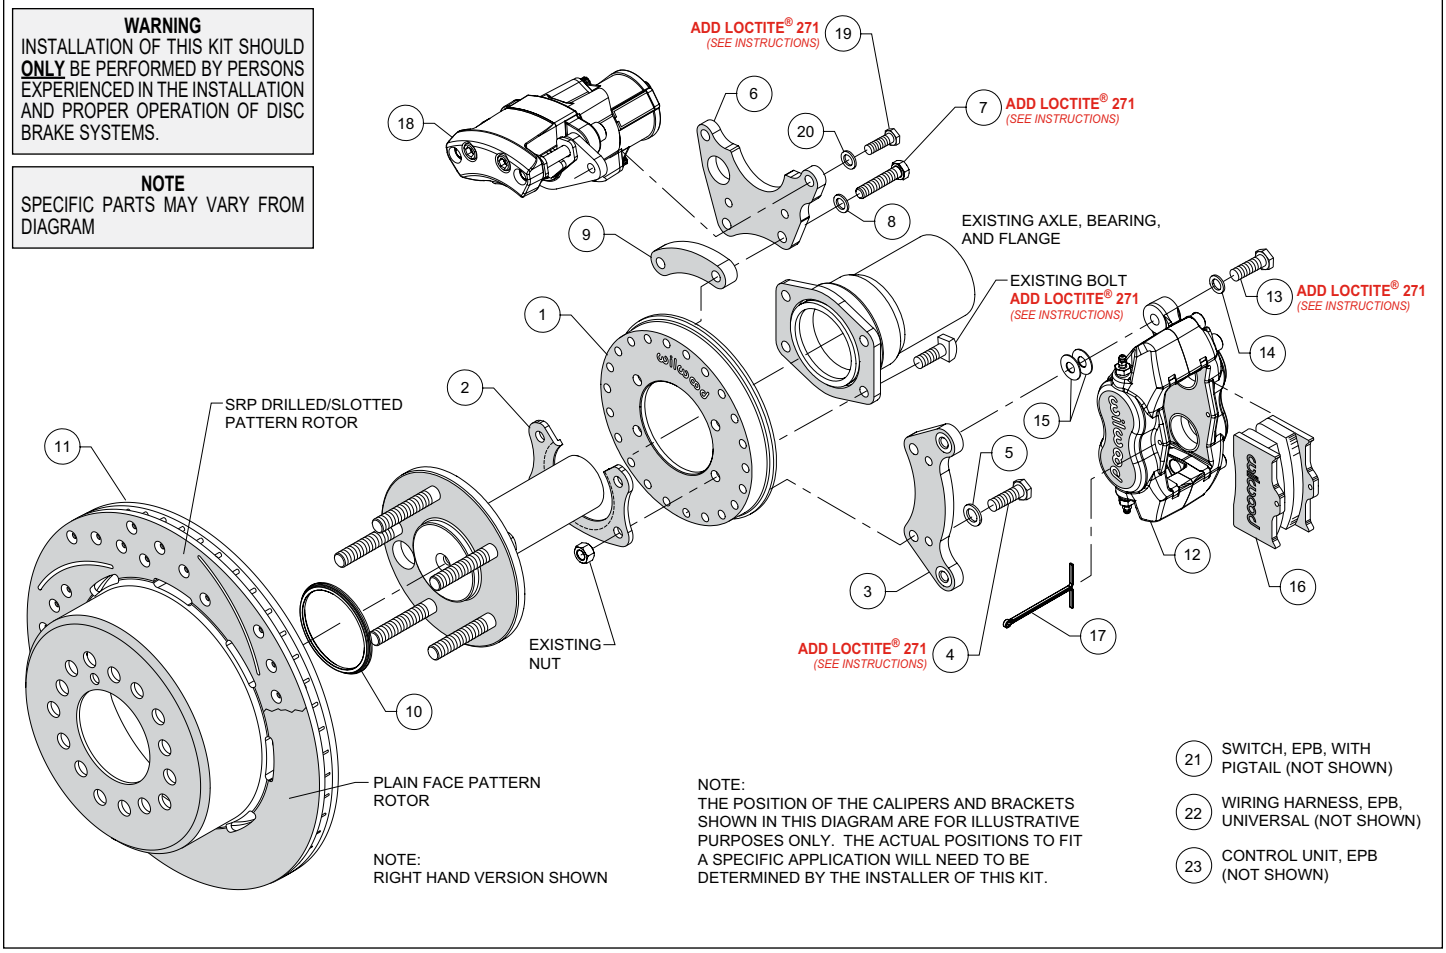
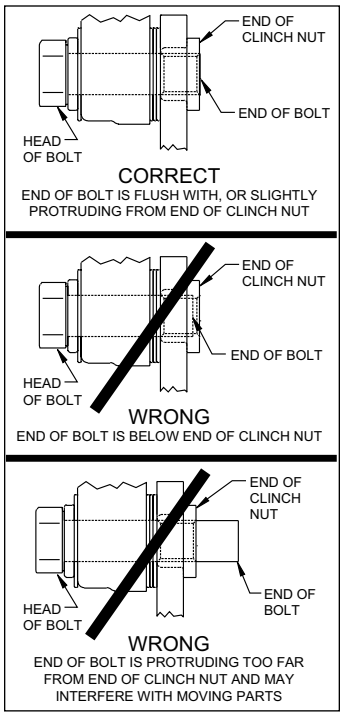

Figure 1. Typical Installation Configuration
Figure 5. Clinch Nut Engagement Diagram
NOTE: *Numbers in parenthesis refer to the parts list and Figure 1 on the preceding pages.*
CAUTION: *All mounting bolts must fully engage clinch nuts.* Be sure to check that all bolts are either flush or protruding through flanged side of clinch nut after shimming, Figure 5.
•Orient the backing plate (1) as shown in Figure 1 and Photo 1, and slide it onto the axle housing flange. Ensure the backing plate fits flush against the axle housing flange. Reinstall the axle into the axle housing.
•Install the bearing retainer (2) with the opening pointing upward and the lip facing inward (toward the bearing), as shown in Figures 1 and 4, and Photo 2. Secure retainer and backing plate to the axle housing flange using the Original Equipment Manufacturer (OEM) bolts and nuts, Figure 1 and Photo 3. Apply red *Loctite*® 271 to the OEM bolt threads and torque to OEM specifications.
•Start by determining the best location for the service caliper (12). This caliper is usually mounted in the 3:00 or 9:00 o'clock position, but may be rotated up or down approximately 45 degrees and still allow for proper bleeding, Photo 4. Orient the service caliper bracket (3) as shown in Figure 1 and Photo 5, and install to the backing plate (1) in the desired location using bolts (4) and washers (5). Temporarily tighten bolts. Next, mount the service caliper to the bracket using bolts (13) and washers (14). Temporarily tighten bolts. Check that the caliper (including inlet fitting and hose) has sufficient clearance to all surrounding components through the full suspension travel. Relocate the caliper/bracket on the backing plate as needed to ensure proper clearance is achieved.
•Determine the best location for the EPB caliper (18). ***NOTE:*** *The EPB caliper motor extends farther inboard than the service caliper and therefore needs additional consideration when determining a mounting location with sufficient clearance.* In the example application shown in Photo 6, the EPB caliper has sufficient inboard clearance to the leaf spring. However, if the EPB caliper were mounted closer to the 12:00 o'clock position, the inner body of the vehicle would hit the caliper during full compression of the suspension.
•Orient the EPB caliper bracket (6) as shown in Figure 1 and Photo 7, and install to the backing plate (1) in the desired location using bolts (7), washers (8), and spacer (9). Temporarily tighten bolts. ***NOTE:*** *The EPB bracket is reversible. In one direction the bracket will position the EPB caliper closer to the service caliper, and vice versa if reversing the bracket.* Next, mount the EPB caliper (18) to the bracket using bolts (19) and washers (20). Temporarily tighten bolts. ***NOTE:*** *EPB calipers are Left and Right handed, however they can be used on either side of the vehicle to best suit your specific application.* Check that the EPB caliper (including wiring harness connector) has sufficient clearance to all surrounding components through the full suspension travel. Relocate the EPB caliper/bracket on the backing plate as needed to ensure proper clearance is achieved.
•Once the caliper positions have been determined, remove both the service (12) and EPB (18) calipers, leaving both brackets in place on the backing plate. For both brackets, remove the bolts one at a time, apply red *Loctite®* 271 to the threads, and torque to 35 ft-lb.
•Slide the rotor registration adapter (10) onto the register on the axle flange with the smaller O.D. facing toward the rotor/hat (11), Photo 8. Align the correct hole pattern in the rotor/hat with the stud pattern on the axle flange and slide into place, Figure 1. ***NOTE:*** *The rotor/hat must fit flush against the axle flange or excessive rotor run out may result.* Install three lug nuts (finger tight) to keep the rotor/hat assembly in place while continuing with the installation. ***NOTE:*** *Some OEM and after market axles come with stud sizes larger than 0.50" diameter. Verify stud size and have a qualified machine shop drill the bolt circle of the hat/ rotor to the correct stud size, if necessary.*
•***NOTE:*** *Please reference the caution statement at the beginning of the assembly instructions.* Remount the service caliper (12) onto the caliper mounting bracket (3) using bolts (13) and washers (14), as shown in Figure 1. Initially place two .035" thick shims (15) on each bolt between the caliper and the bracket, Photo 9. Temporarily tighten the mounting bolts and view the rotor (11) through the top opening of the caliper. The rotor should be centered in the caliper, Photo 10. If not, adjust by adding or subtracting shims (15) between the bracket (3) and the caliper (12). Always use the same amount of shims on each of the two mounting bolts. ***NOTE:*** *The end of each bolt must be flush with or slightly protruding from the head of the clinch nut, as shown in Figure 5.* If necessary place spare shims (15) between washer (14) and caliper mounting ear to achieve the proper clinch nut engagement. Once the caliper alignment and clinch nut engagement are correct, remove the bolts one at a time, apply red *Loctite®* 271 to bolt threads, and torque to 40 ft-lb.
•Install the disc brake pads (16) into the service caliper (12), with the friction material facing the rotor (11), Photo 11. Secure the pads in place using the cotter pin (17), Photo 12.
•Mount the EPB caliper (18) onto the caliper mounting bracket (6) using bolts (19) and washers (20), Figure 1. Apply red *Loctite®* 271 to bolt threads, and torque to 30 ft-lb.
•***NOTE****: The service caliper (12) in this brake kit utilizes a 1/8-27 NPT pipe thread inlet. OEM rubber brake hoses generally cannot be adapted to Wilwood calipers.* The preferred method is to use steel adapter fittings at the caliper, either straight, 45 or 90 degree (use PTFE tape on pipe threads of adapter fitting for proper sealing to caliper) and enough steel braided line to allow for full suspension travel. **Carefully route hoses to prevent contact with moving suspension, brake or wheel components.** ***NOTE:*** *Wilwood hose kits are designed for use in many different vehicle applications and it is the installer's responsibility to properly route and ensure adequate clearance and retention for brake hose components.* Wilwood offers universal brake flex line hose kits, domestic (3/8-24 IF) chassis fittings, order: